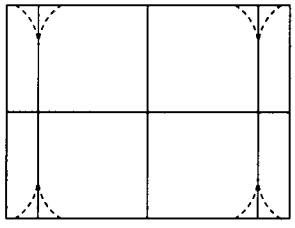

Fig. E7
- Use the arrow keys "◀" and "▶" to adjust the corners to minimum distortions (see Fig. E7).